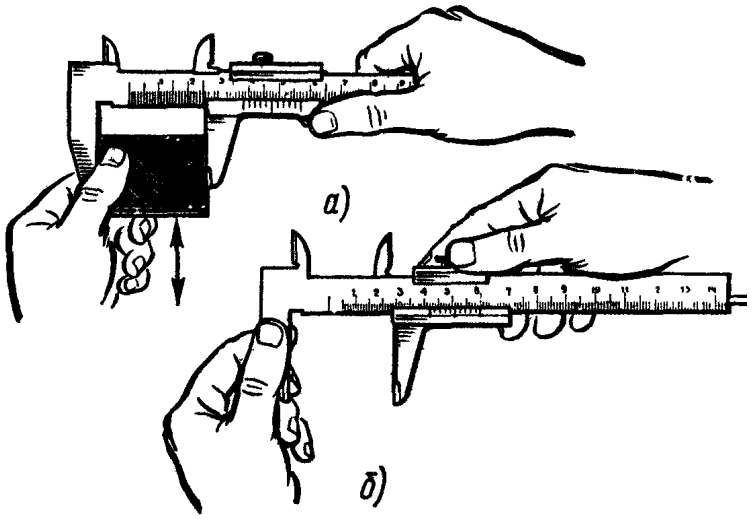

Рис. 4. Прием измерений штангенциркулем ШЦ-1
b) закрепление рамки производить большим и указательным пальцами правой руки, придерживая штангу остальными пальцами этой руки. Левая рука при этом должна придерживать губку штанги (рис. 4, *б*).